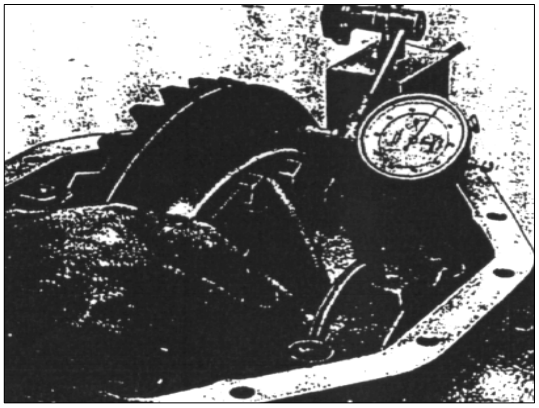

РИС. 355
20) Установите индикатор с помощью магнитной стойки на картер и проверьте боковое биение ведомой шестерни главной передачи (см. рис.355). Максимально допустимое боковое биение ведомой шестерни главной передачи составляет 0,06мм. Если боковое биение превышает допустимую норму проверьте установку дифференциала в картер заднего моста.